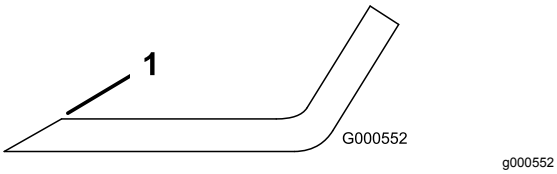

Figure 67
1. Au moyen d'une lime, aiguisez les tranchants à chaque bout de la lame (Figure 67).
Remarque: Si la lame est déséquilibrée, limez un peu l'extrémité de l'ailette seulement (Figure 67).